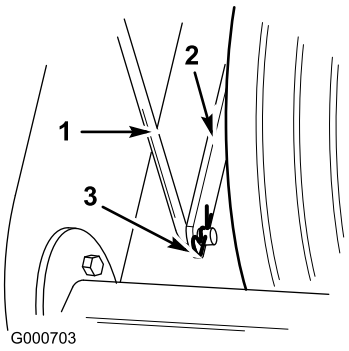

Figuur 6
7. Bevestig het onderste uiteinde van de hoogteregelstang aan de beugel op de steun van het voorwiel met een R-pen (Figuur 6).